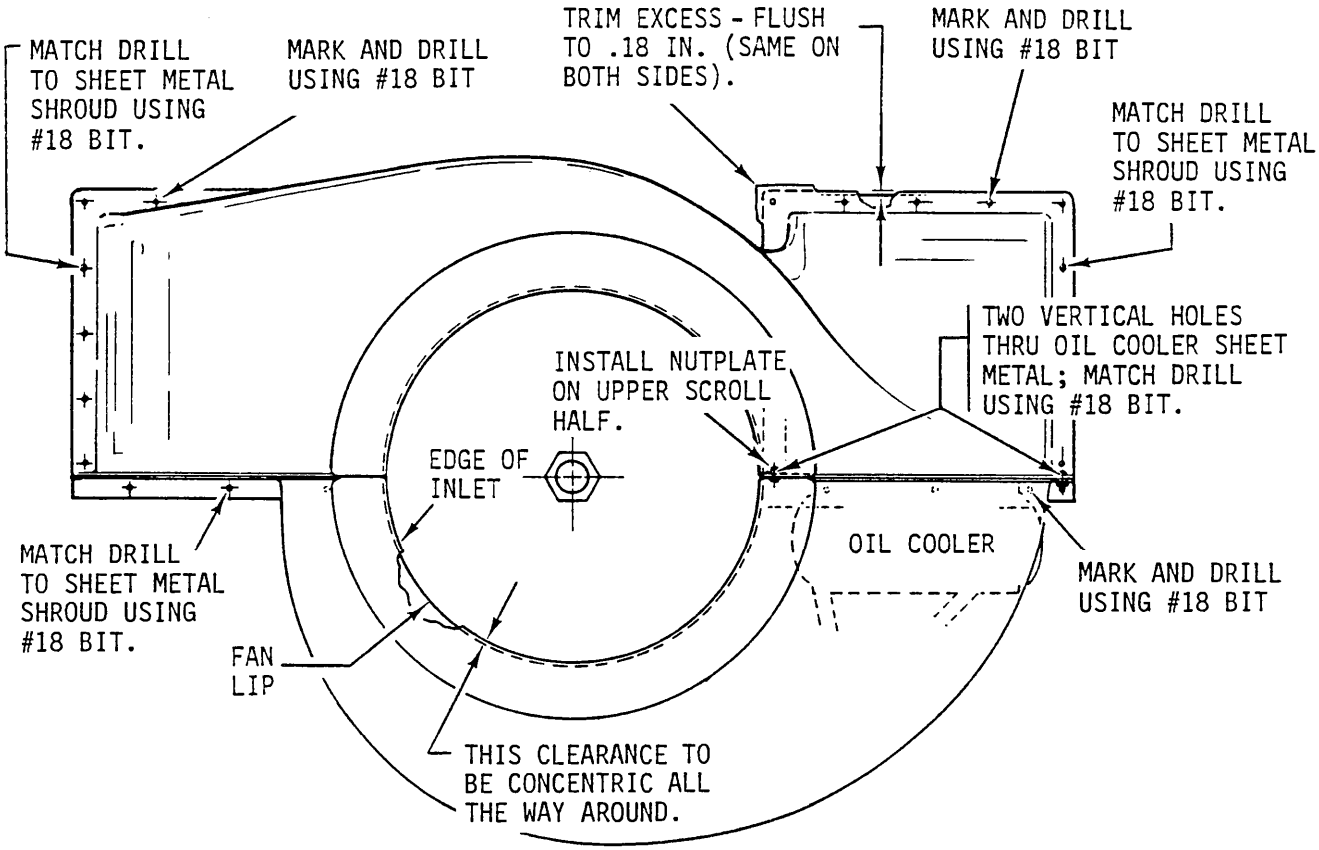

FIGURE 6-5B COOLING SCROLL REPLACEMENT
c) Place the upper scroll half (A236-1) and the engine cooling fan on the fanshaft. Do not disturb the position of the lower actuator bearing. Finger tighten the fanshaft nut. On Beta and Mariner ships with the larger oil coolers, the right-hand side of the upper scroll sits on the oil cooler ledge. Adjust the upper half laterally to center the lip of the fan and the edge of the inlet scoop, then clamp to the sheet metal shrouds (See Figure 6-5B).
d) Install the lower scroll half (A236-3) to the upper. Check the clearance between the lip of the fan and the edge of the inlet scoop. The clearance should be concentric all the way around the lip of the fan. Adjust both the halves as required and clamp into position (See Figure 6-5B).